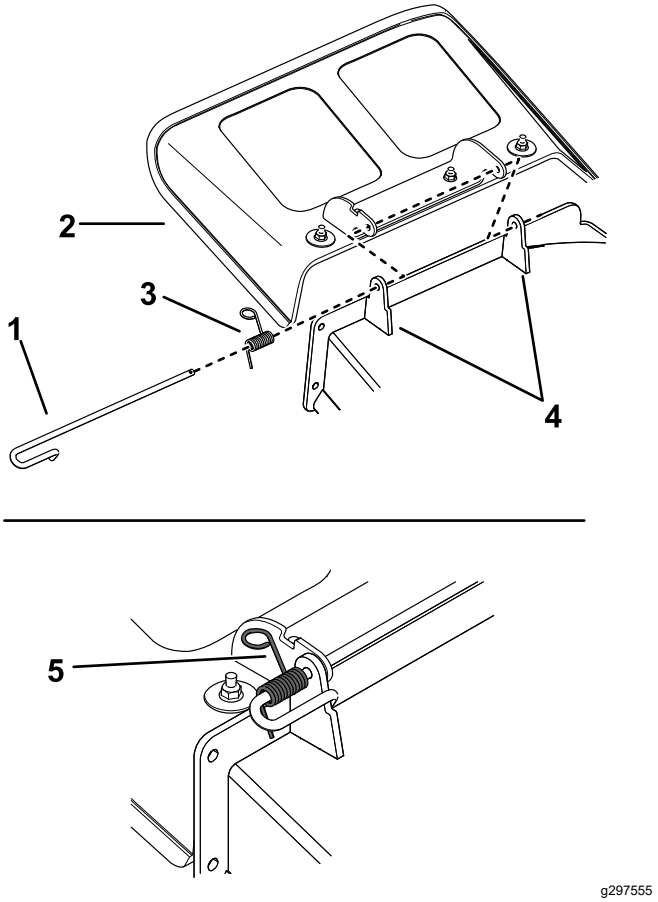

Figur 78
1. Ta bort saxpinnen från stångens ände (Figur 78).
2. Lossa fjädern från spåret i riktarfästet och skjut ut stången ur de svetsade däckfästena, fjädern och utkastarriktaren (Figur 78).
9. Montera saxpinnen på stångens ände (Figur 78).